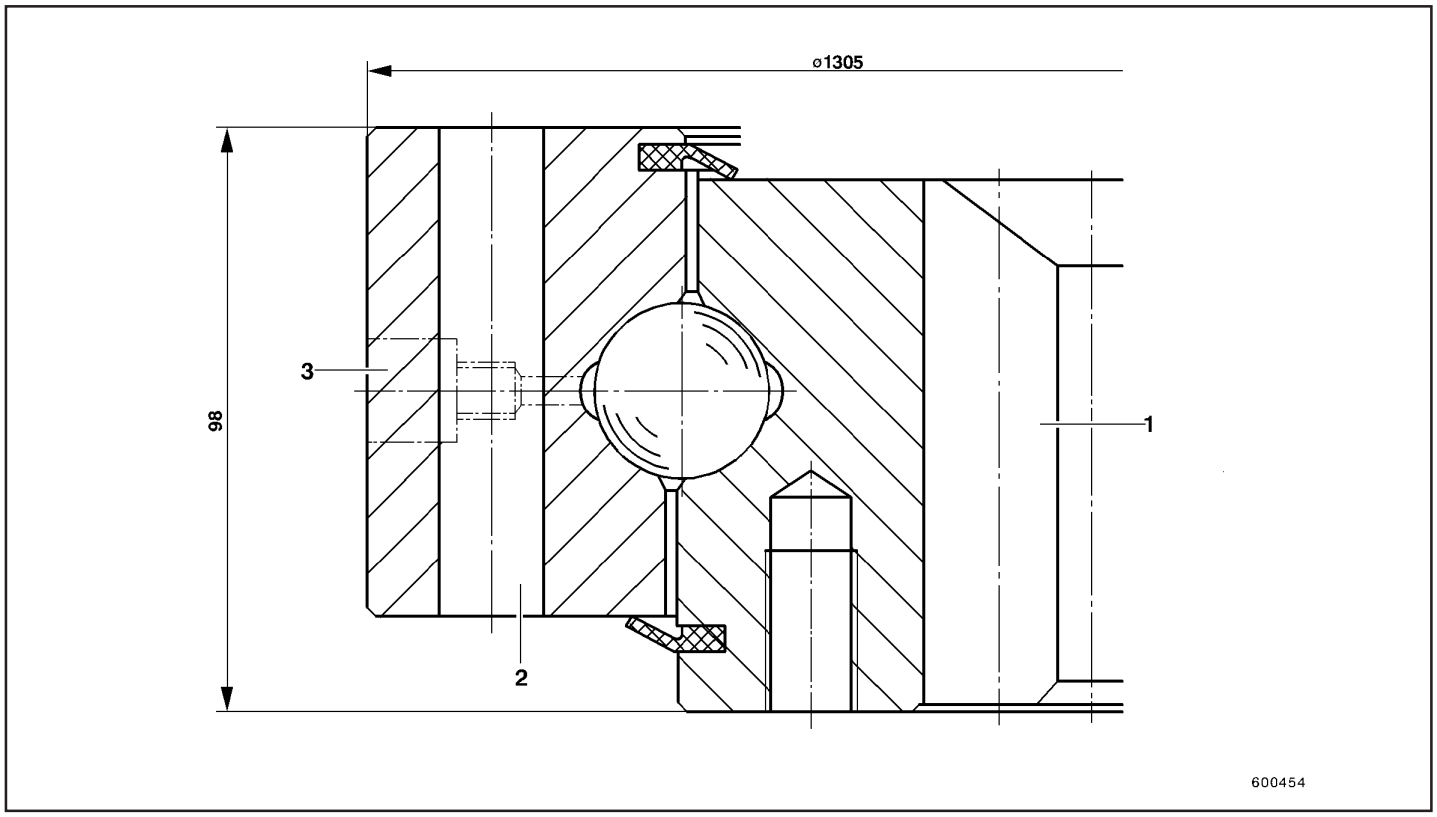

Fig.2
O rolamento do prato giratório desta máquina é um rolamento de esferas de pista única, constituído de um prato dentado como pista interna (1, Fig.2), uma pista externa (2) e esferas correndo entre elas.